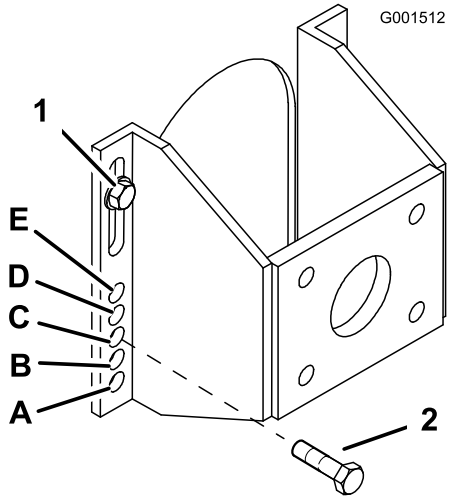

Figur 16
5. Løsn, men fjern ikke, de 2 øverste akselbolte (Figur 16).
6. Fjern de 2 nederste akselbolte (Figur 16).
7. Hæv eller sænk monteringsbeslaget, så du kan montere de 2 akseljusteringsbolte i de ønskede huller (Figur 16). En udstanset plade kan hjælpe med at rette hullerne ind, så de flugter med hinanden.